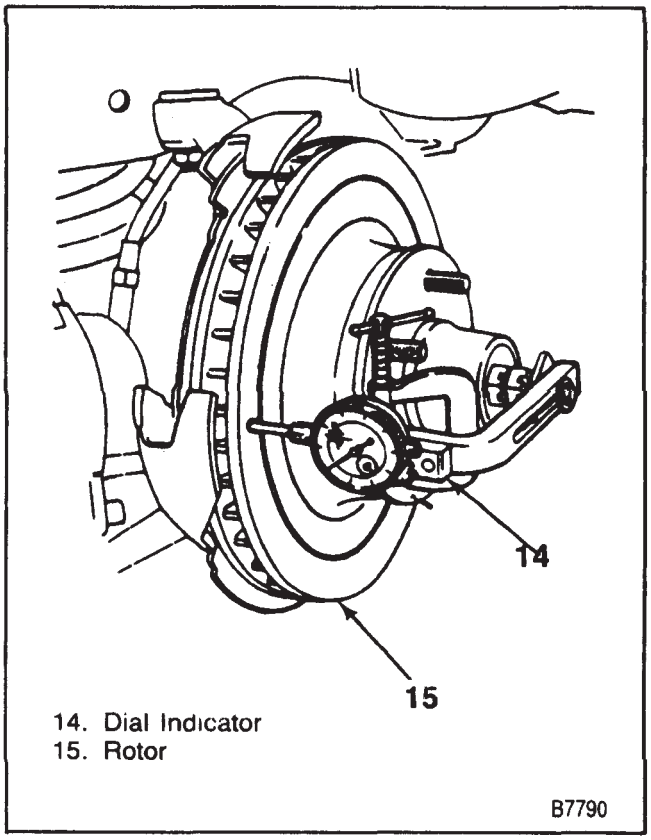

Figure 3—Checking for Lateral Runout
2. Attach a dial indicator to some portion of the suspension (figure 3).